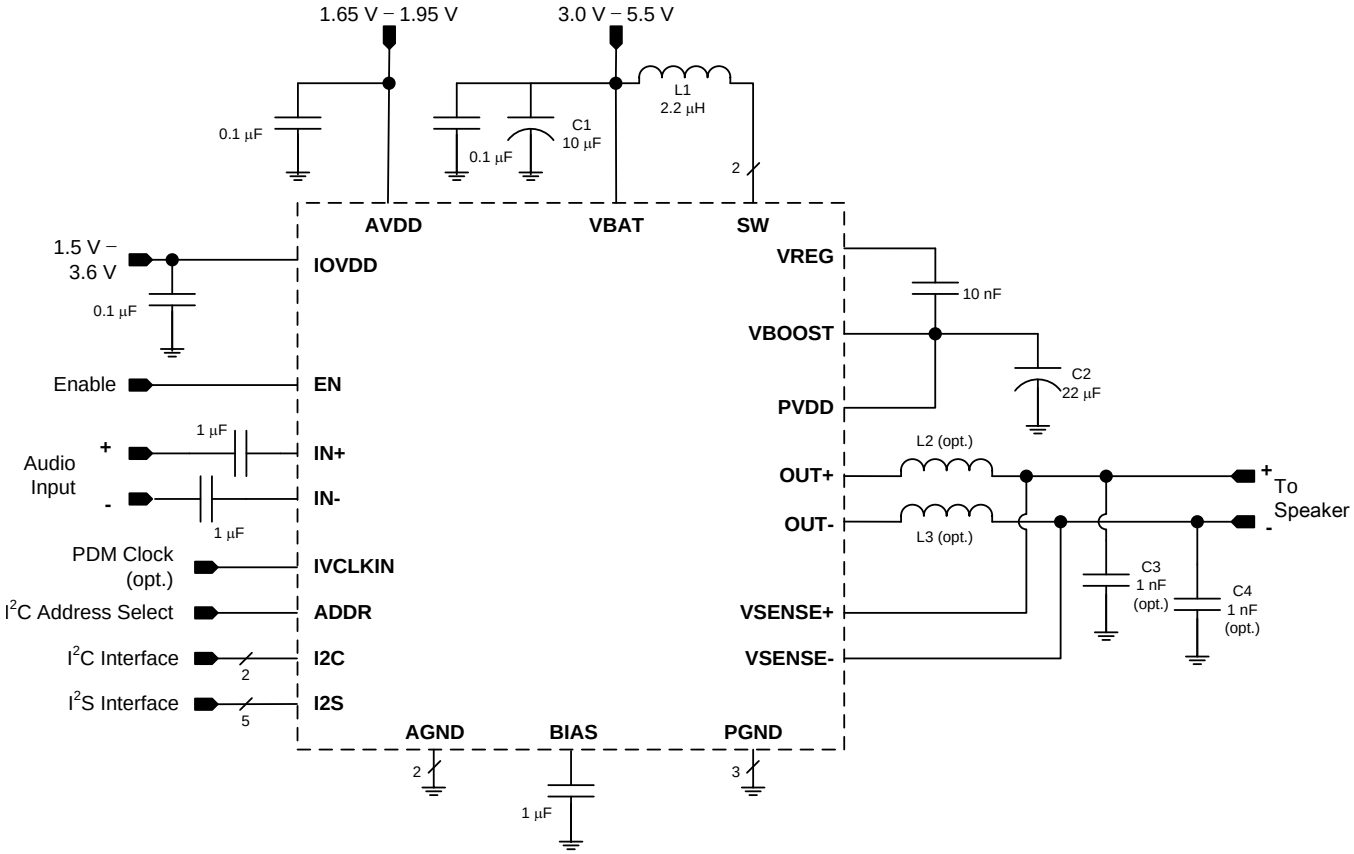

Figure 56. Typical Application Schematic
The decoupling capacitors for the power supplies should be placed close to the device terminals. For VBAT, IOVDD and AVDD, a small decoupling capacitor of 0.1 µF should be placed close to the device terminals. Refer to Figure 56 for the schematic.
The boost supply (VBAT) and associated passives need to be able to support the current requirements of the device. The peak current limit of the boost is 2.5 A. A minimum of a 10 µF capacitor is recommended on the boost supply to quickly support changes in required current. Refer to Figure 56 for the schematic.
- Use supply decoupling capacitors as shown in Figure 51 and Figure 56 and described in Power Supply Recommendations.